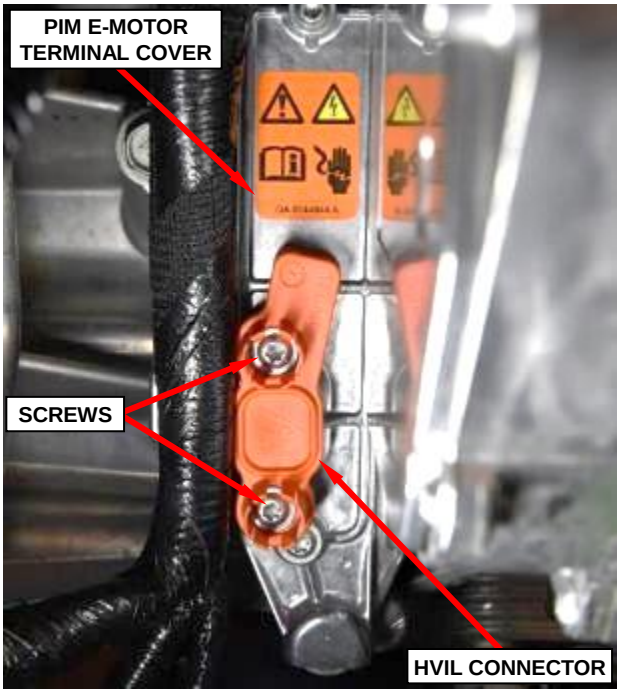

Figure 32 – HVIL Connector
58. Loosen the two captured screws then remove and save the HVIL connector from the PIM e-Motor terminal cover (Figure 32).
6. Install the **new** High Voltage Interlock (HVIL) connector to the PIM e-Motor terminal cover. Tighten the two captured screws to 7.8 N·m (69 In. Lbs.) (Figure 32).